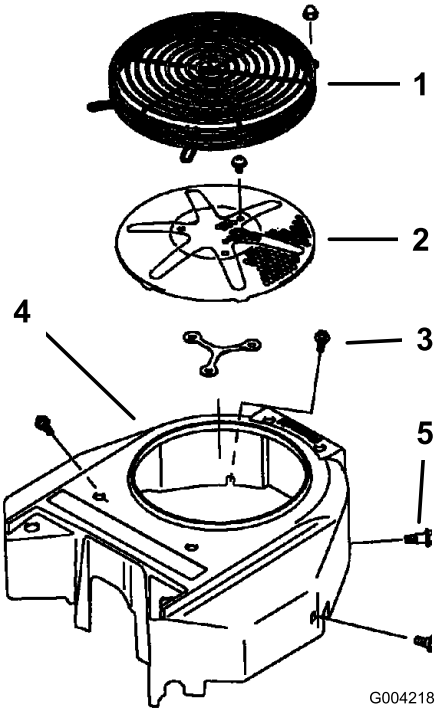

Figuur 67
3. Verwijder het luchtinlaatrooster, de terugloopstarter en de ventilatorbehuizing (Figuur 67).
5. Plaats het luchtinlaatrooster, de terugloopstarter en de ventilatorbehuizing (Figuur 67).